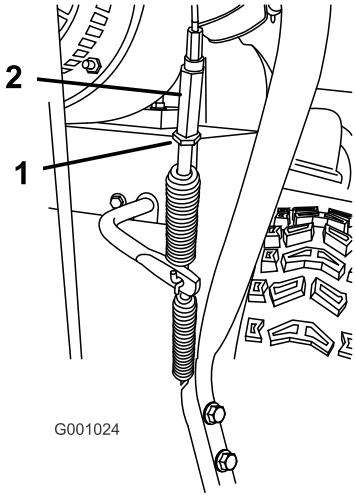

Bild 37
1. Lösen Sie die Klemmmutter (Bild 37).
2. Lösen oder ziehen Sie die Spannschraube an, um die Kabelspannung einzustellen (Bild 37).